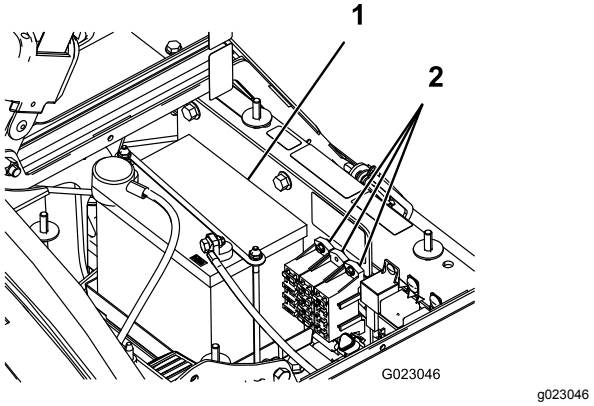

Figuur 43
Er zijn 2 zekeringen en 1 lege sleuf in het elektrische systeem. Deze bevinden zich onder de bestuurdersstoel (Figuur 43).
2. De accu bevindt zich aan de rechterzijde van de machine, achter de pomp (Figuur 43).
5. Verwijder de accuhouder en bevestigingen (Figuur 43).
2. Monteer de accuhouder en zet deze vast met de bevestigingen die u eerder hebt verwijderd (Figuur 43).
4. Monteer het accudeksel en zet dit goed vast met de 2 knoppen (Figuur 43).
1. Draai de knoppen aan beide zijden van de accubak los en verwijder het accudeksel (Figuur 43).